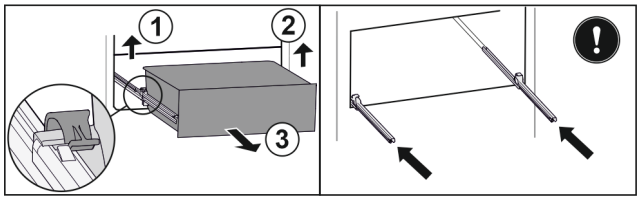

*Fig. 37**
▶ Приподнимите левый зажим и одновременно вытяните движением вперед выдвижной ящик слева *Fig. 37 (1)*.*
▶ Приподнимите правый зажим и одновременно вытяните движением вперед выдвижной ящик справа *Fig. 37 (2)*.*
▶ Извлеките выдвижной ящик движением вперед *Fig. 37 (3)*.*